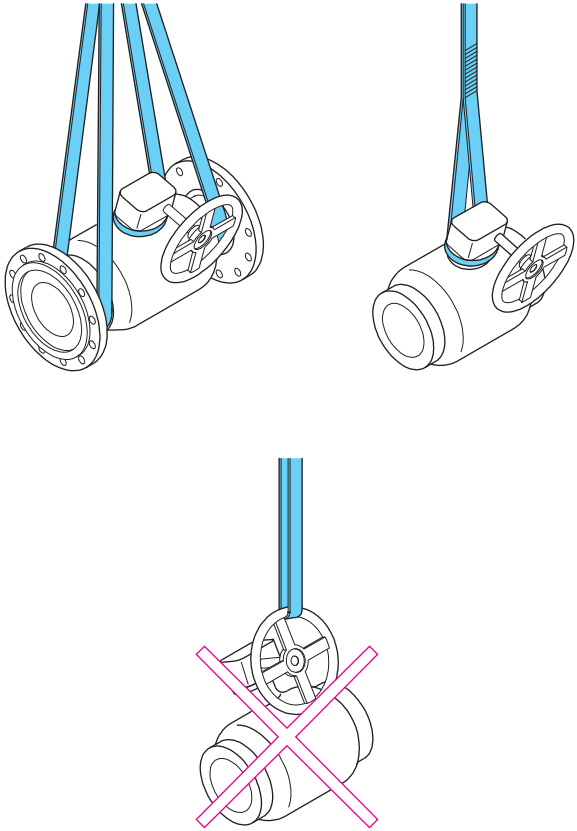

Figure 2. Levage de la vanne.
Utilisez des cordes de levage pour soulever les vannes de grande taille. Il est interdit de soulever la vanne par son actionneur ou sa tige (voir Figure 2).
- Utilisez l'une des méthodes de levage autorisées et illustrées à la figure 2.